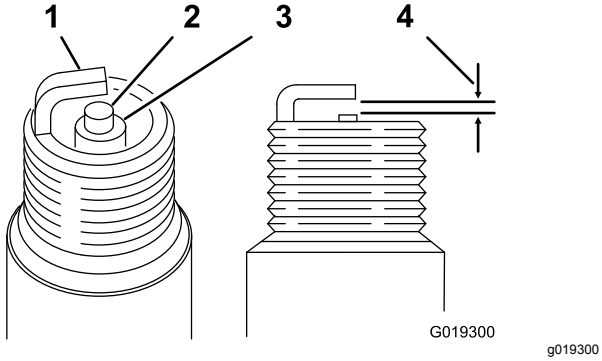

**Figura 32**
**Folga:** 0,70 a 0,80 mm; consulte Figura 32
4. Defina a folga para 0,70 a 0,80 mm como se mostra na Figura 32.